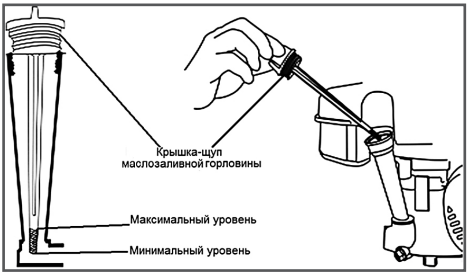

Рис. 9 Проверка уровня масла
1. Открутите крышку-щуп маслозаливной горловины (Рис. 9).